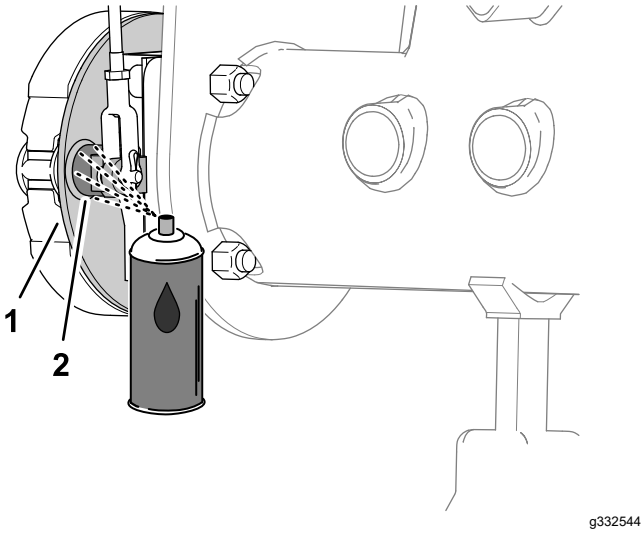
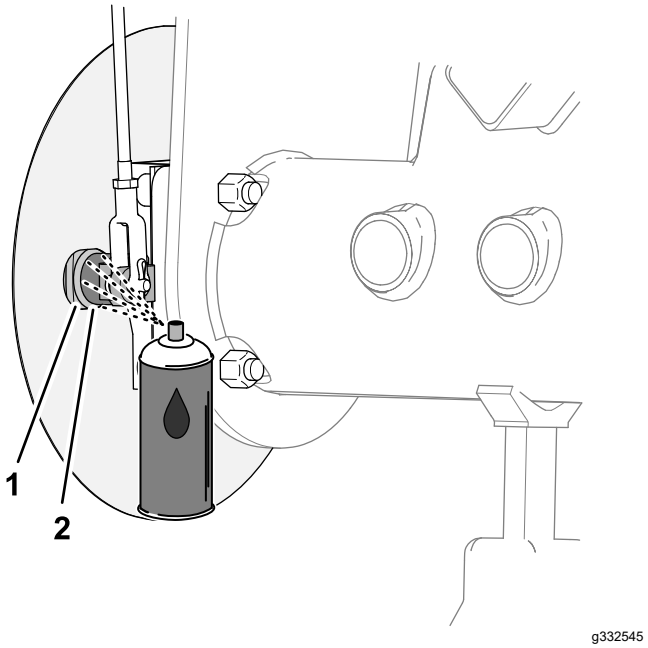

Figur 67
Figur 68
1. På indersiden af bremsens bagplade (maskiner uden fælggræsafskærmningen (ekstraudstyr)) eller hjulskærmen (maskiner med fælggræsafskærmningen (ekstraudstyr)) skal du påføre olie på området mellem bremseknastakslen og bagpladen (Figur 67 eller Figur 68).